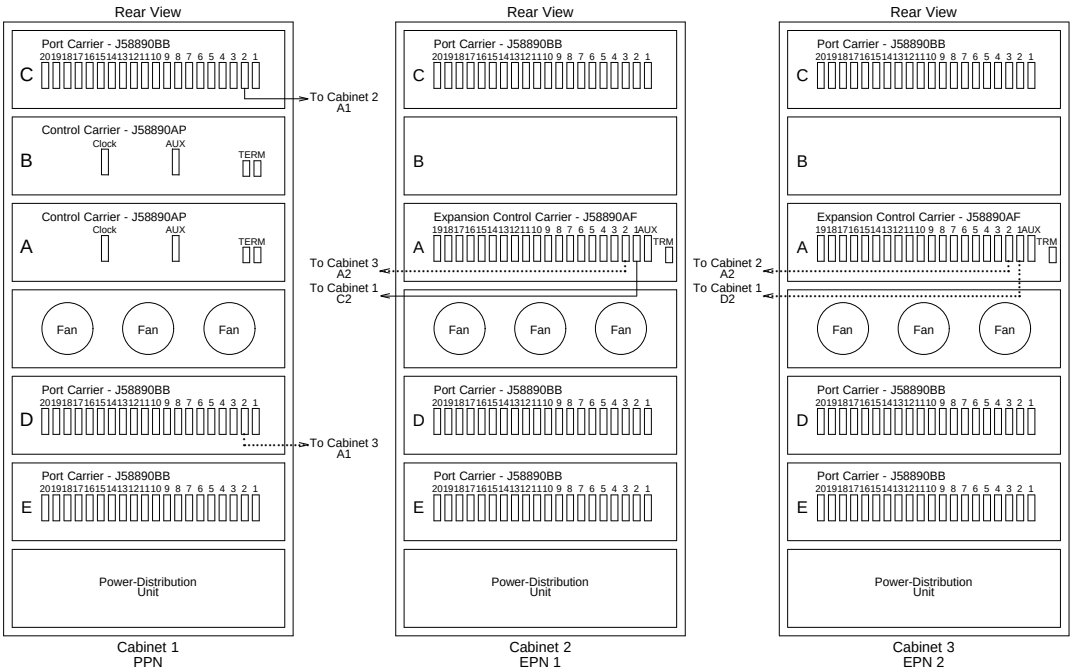
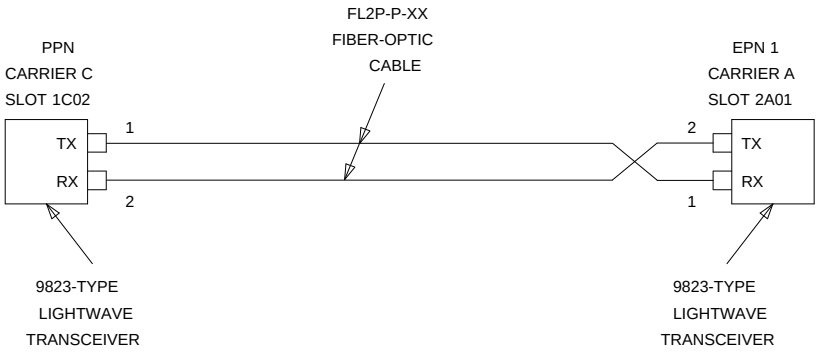
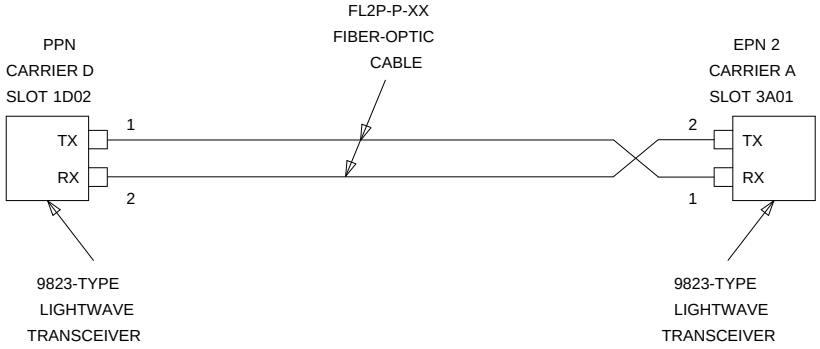
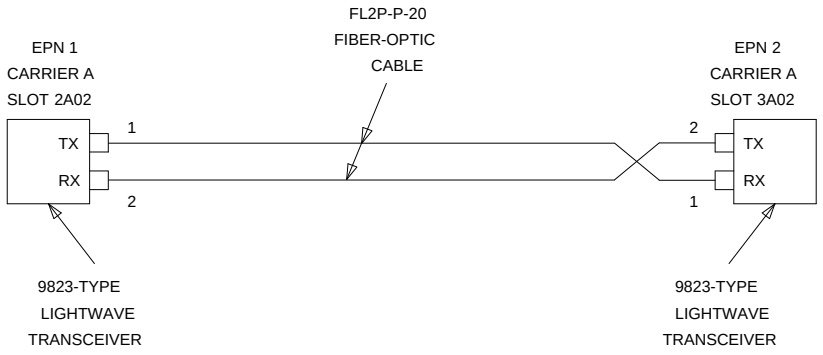

Figure 6-28. High-Reliability G3r V4 with Two or Three Port Networks
Figure 6-29. Fiber-Optic Connections PPN to EPN1
Figure 6-30. Fiber-Optic Connections PPN to EPN2
Figure 6-31. Fiber-Optic Connections EPN1 to EPN2
The connectors on the lightwave transceivers are labeled either “TX” (transmit) or “RX” (receive), while the fibers attached to each connector are numbered either ‘‘1’’ or ‘‘2.’’ A viable fiber connection is only made when both fibers in each cable (that is, ‘‘1’’ and ‘‘2’’) route from the “TX” connector of a port network to the “RX” connector of its adjacent port network. For an example, refer to Figure 6-29.)
1. Behind port carrier C of PPN cabinet 1 (see Figure 6-28, Figure 6-29, Figure 6-30, and Figure 6-31):